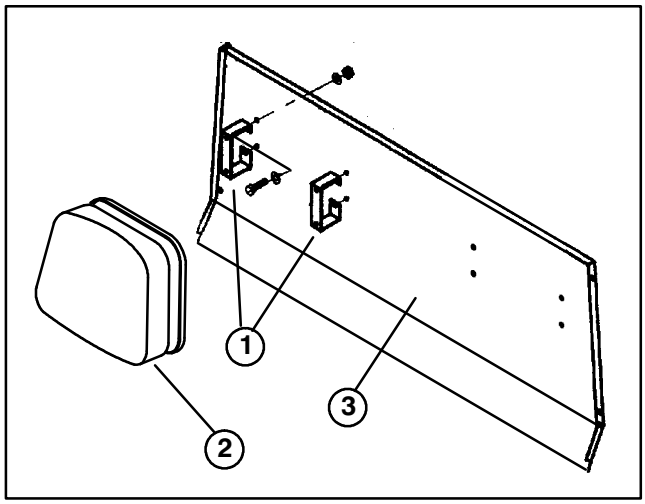

Figure 8
19. Mount (2) new seat brackets to each seat back cushion with (4) 1/4–20 x 3/4" lg. capscrews and 1/4" flat washers previously removed (Fig. 8).
20. Mount each set of seat brackets w/cushions to rear panel with (4) M6 x 16mm capscrews, (6) washers and nuts. Position components as shown in figure 8.